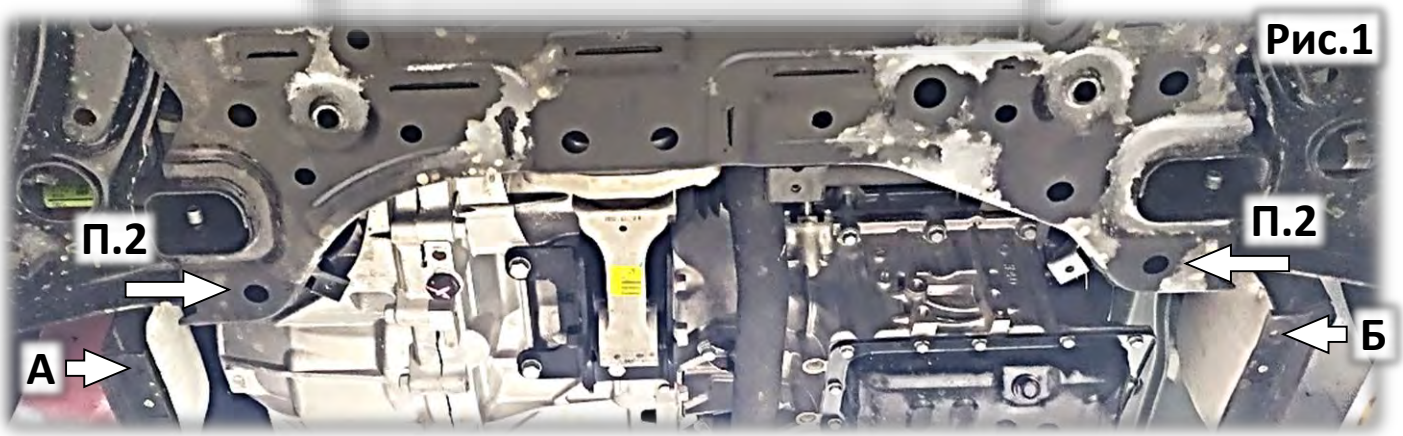

Рис.1
1. Снять штатный пластиковый пыльник, а на точки его крепления установить10 скоб из ком-та крепежа (кроме отв. А и Б на рис.1). Ввернуть на 2-3 оборота два штатных болта М6 (рис. 2).
2. Установить две закладные планки М8х70 внутри подрамника и ввернуть через его отв. болты М8х35 на 2-3 оборота (рис.1).
7. Через пазы защиты просверлить два отверстия А и Б (рис.1) Ø6мм в пластиковых локерах (слева и справа а\м) и установить на них две скобы для самореза.